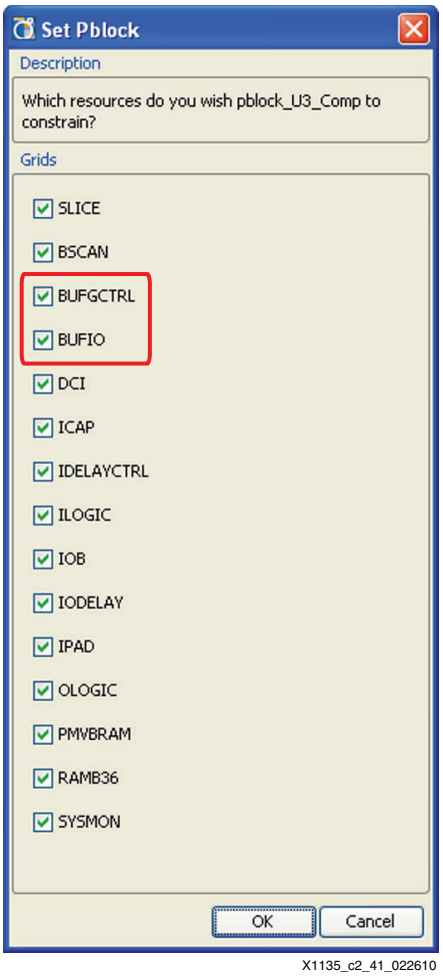

Figure 3-41: **Set Pblock**
54. A dialog box (see Figure 3-41) pops up with various attributes and associated checkboxes. All boxes must be checked, including (if listed) **DCM_ADV**, **PLL_ADV**, **BUFGCTRL**, **BUFR**, and **BUFIO**. Even though most of these blocks are not in the design, it is important to select them to take advantage of their routing resources. All used components must be included.